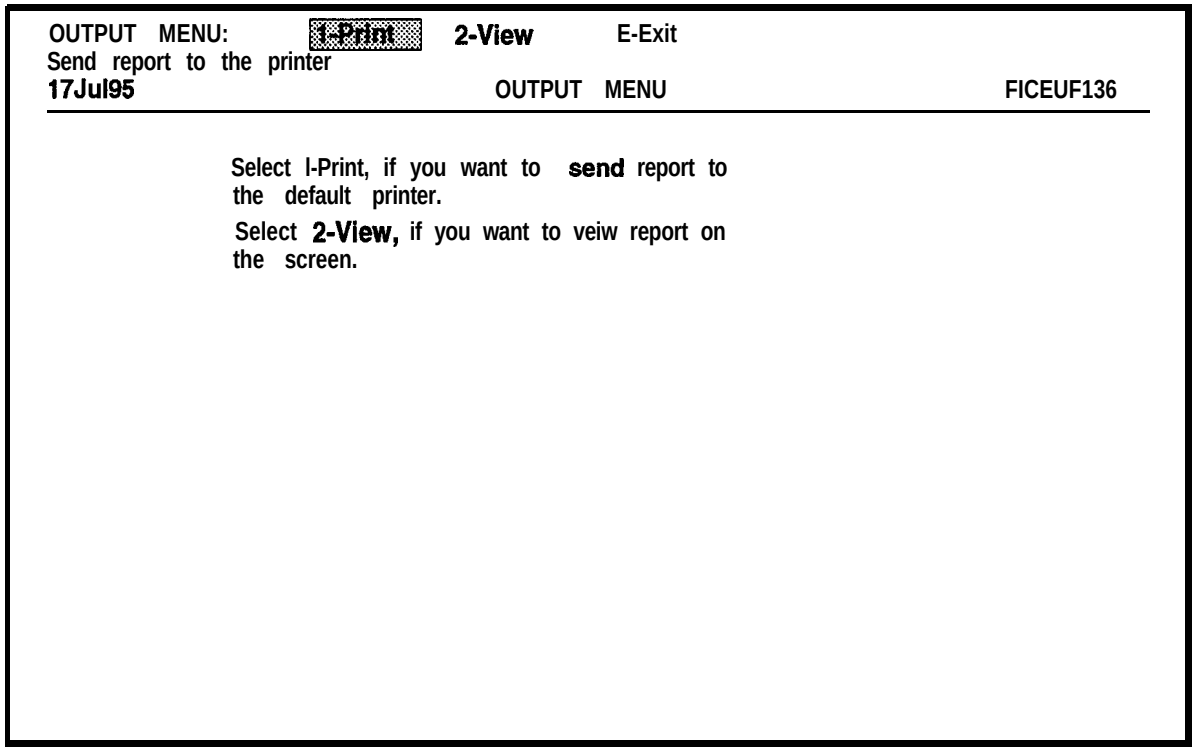

Figure 6-40. Output Menu
c. Select **the Sort** option. A **Report Created** message will be displayed and then the OUTPUT MENU window will be displayed as shown in Figure 6-40.
a. Select **Chain of Command** from the TRACK REPORT MENU: ring menu. The OUTPUT MENU window will be displayed as shown in Figure 6-40.